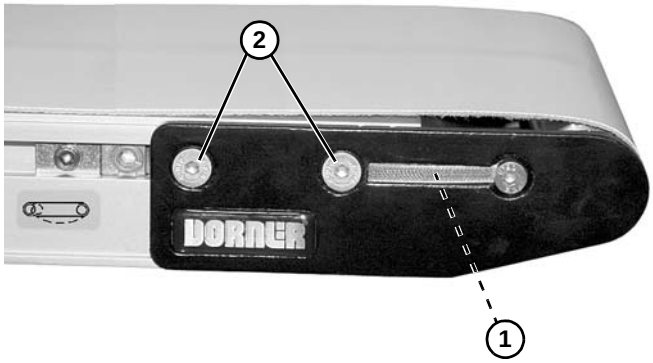

Figure 9
5. À l'aide d'une clé hexagonale de 5 mm, tourner le pignon d'engrenage **(Figure 9, élément 1)** pour tendre la bande du convoyeur. Serrer au couple de 9 N.m les vis de fixation **(Figure 9, élément 2)** sur les deux côtés du convoyeur. Voir « Mise en tension de la bande de convoyeur » à partir de la page 21 pour correctement effectuer la tension.